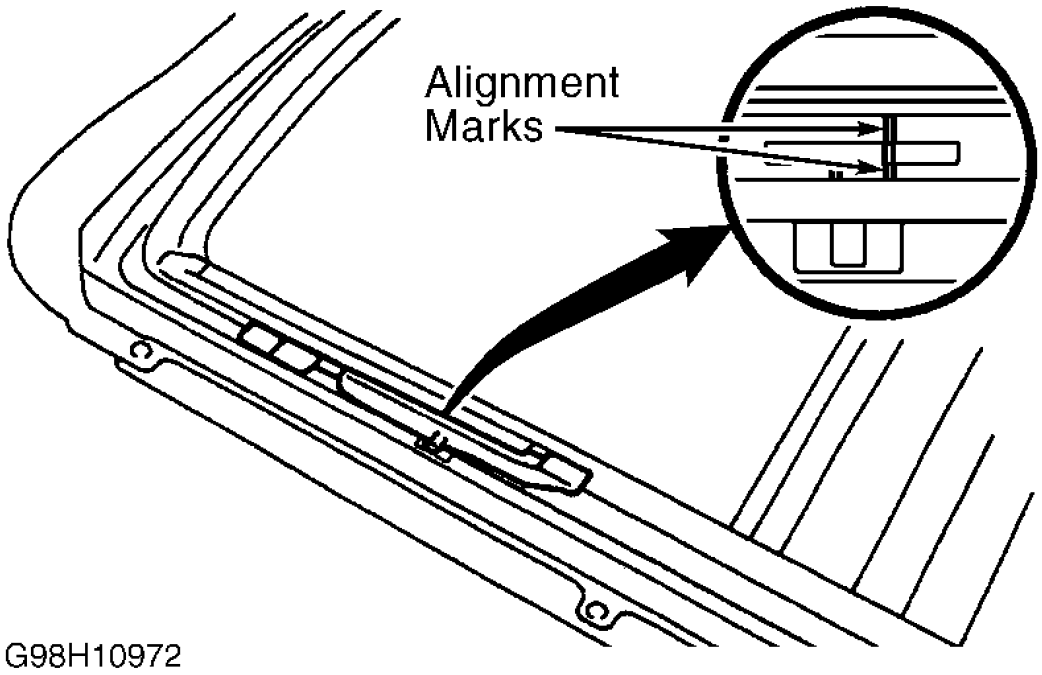

Fig. 52: Aligning Drive Cable (Corolla & RAV4 2-Door)
2. To reassemble, adjust drive cables to a completely closed and tilted down position. Slide both cables forward or backwards to align marks. See **Fig. 52** . To complete reassembly, reverse disassembly procedure.
2. To reassemble, adjust drive cables to a completely closed and tilted down position. Slide both cables forward or backward to align marks. See **Fig. 52** . To complete reassembly, reverse disassembly procedure.